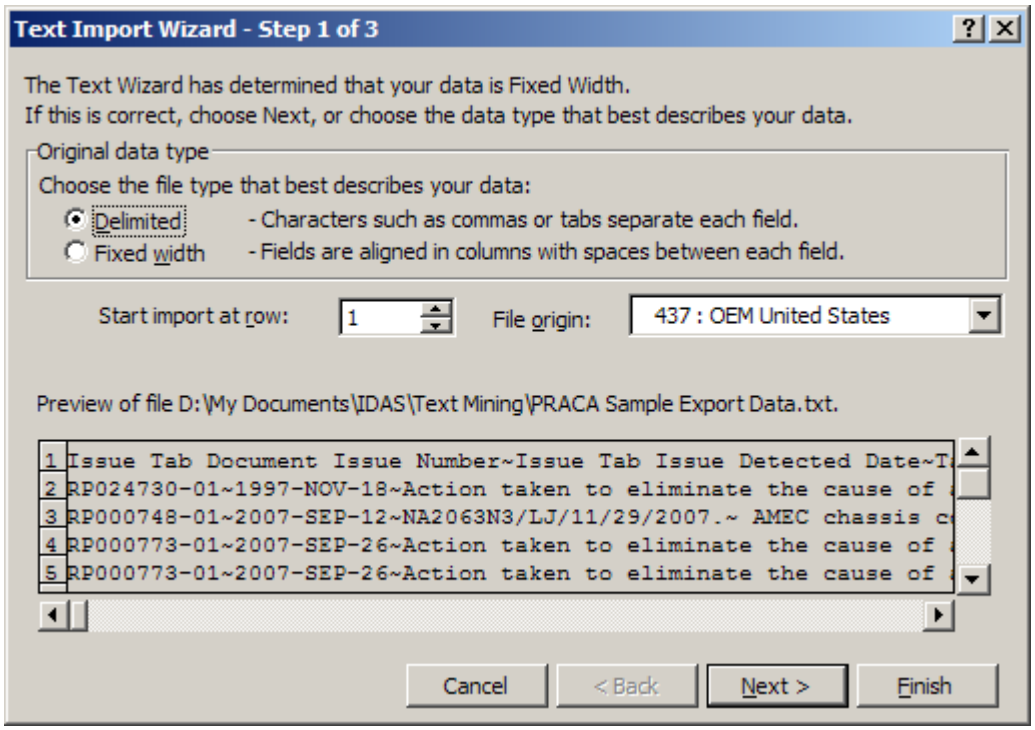

Figure 2
e. Text Import Wizard step 1 of 3 (see Figure 2) appears next. Click the '**Delimited**' button as shown in Figure 2.